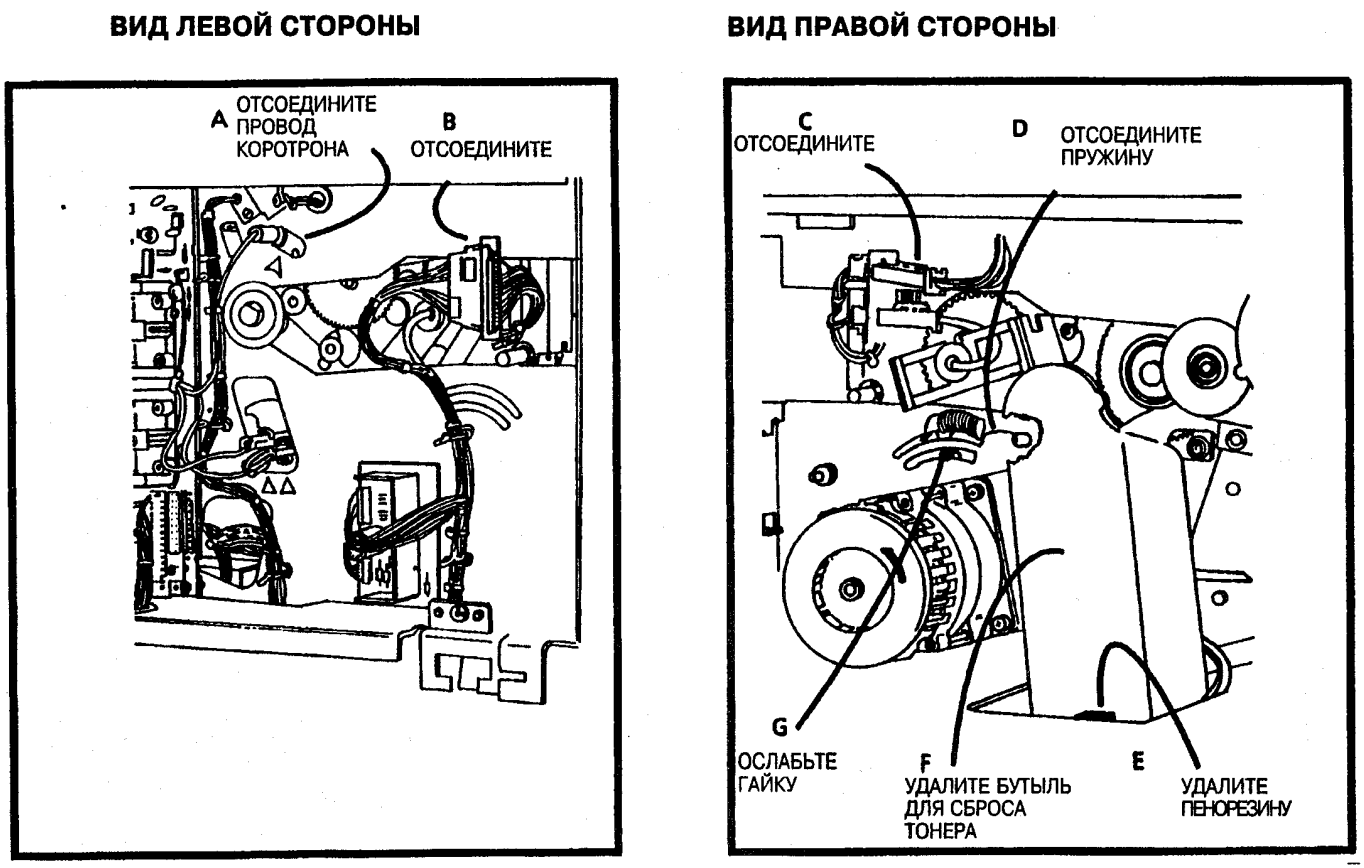

Рис. 21. Подготовьтесь к удалению ксерографического модуля
22. (Рис. 21): Подготовьтесь к удалению ксерографического модуля.